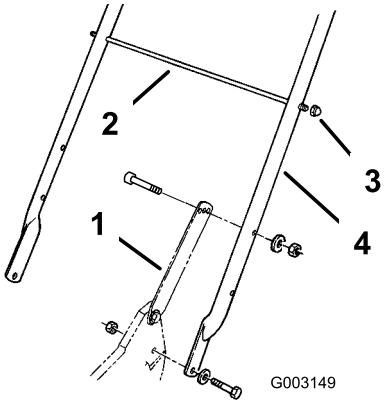

Bild 3
1. Befestigen Sie den Griff mit 2 Schrauben (5/16 x 1-1/4 Zoll), Scheiben und dünnen Sicherungsmuttern (5/16 Zoll) außen am Rasenmähergehäuse (im unteren Loch) (Bild 3).
2. Befestigen Sie die Griffriegel mit 2 Schrauben (5/16 x 1-1/2 Zoll), Scheiben und Sicherungsmuttern (5/16 Zoll) am Griff (Bild 3).
3. Schieben Sie die Korbstützstange durch das zweite der oberen Befestigungslöcher im Griff und befestigen Sie jede Seite mit einer Sicherungsmutter (Bild 3).